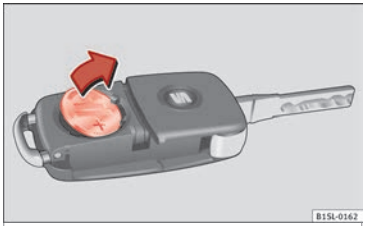

Fig. 129 Vehicle key: removing the battery
- Extract the battery from the compartment using a suitable thin object ››› Fig. 129.
- Place the new battery in the compartment, pressing in the direction of the arrow as shown ››› Fig. 129 ››› ❗.